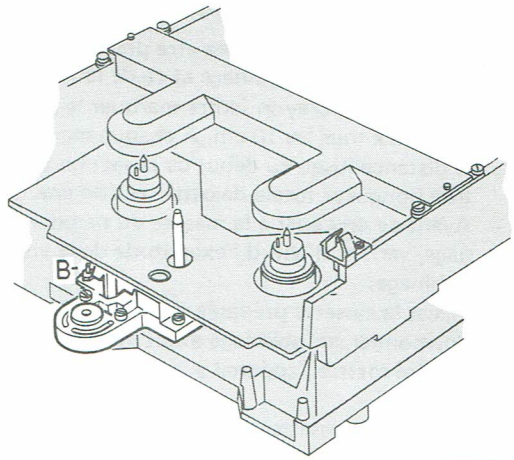

Fig. 2.19
- Ajuster la vis B (Fig. 2.19) de manière que le commutateur SK6 commute avec certitude lorsque le porte-cassette ferme et recommute lorsque le couvercle ouvre.